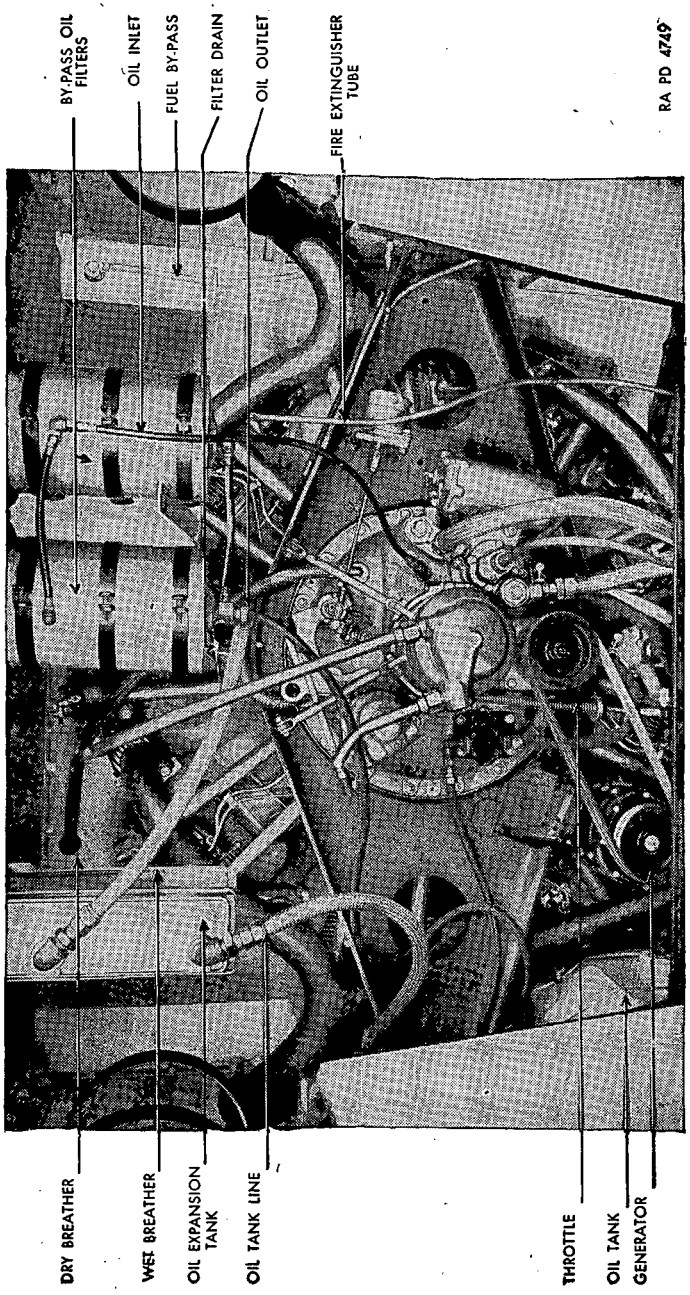

FIGURE 37.—Engine compartment, Guiberson T-1020.
61. General description (fig. 37).—*a.* A single row air-cooled radial Diesel aviation type engine is used.
62. Engine installation (fig. 37).—The rear of the engine is supported by a banjo type beam bolted to the crankcase. The ends of the support beam are attached to the sides of the hull by means of a double bracket incorporating a rubber mounting. The front of the engine is supported by means of a tubular steady bar attached to the crankcase. The ends of the steady bar are supported by brackets welded to the hull.